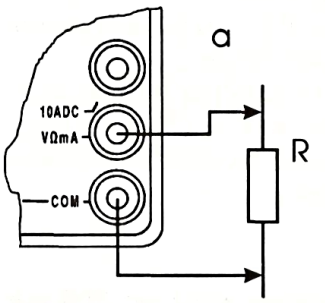

Рис. 2
1. Подключите черный провод (щуп) к разъему «COM» (нижнее гнездо), а красный к разъему «VΩmA» (среднее гнездо) (рис. 2, а).
Установите переключатель функций (рода работы) на требуемый диапазон сектора «Ω» и присоедините концы щупов к концам резистора (рис. 2, а, б). По показанию дисплея определите сопротивление резистора. Таким образом определите сопротивления всех прилагаемых постоянных резисторов.